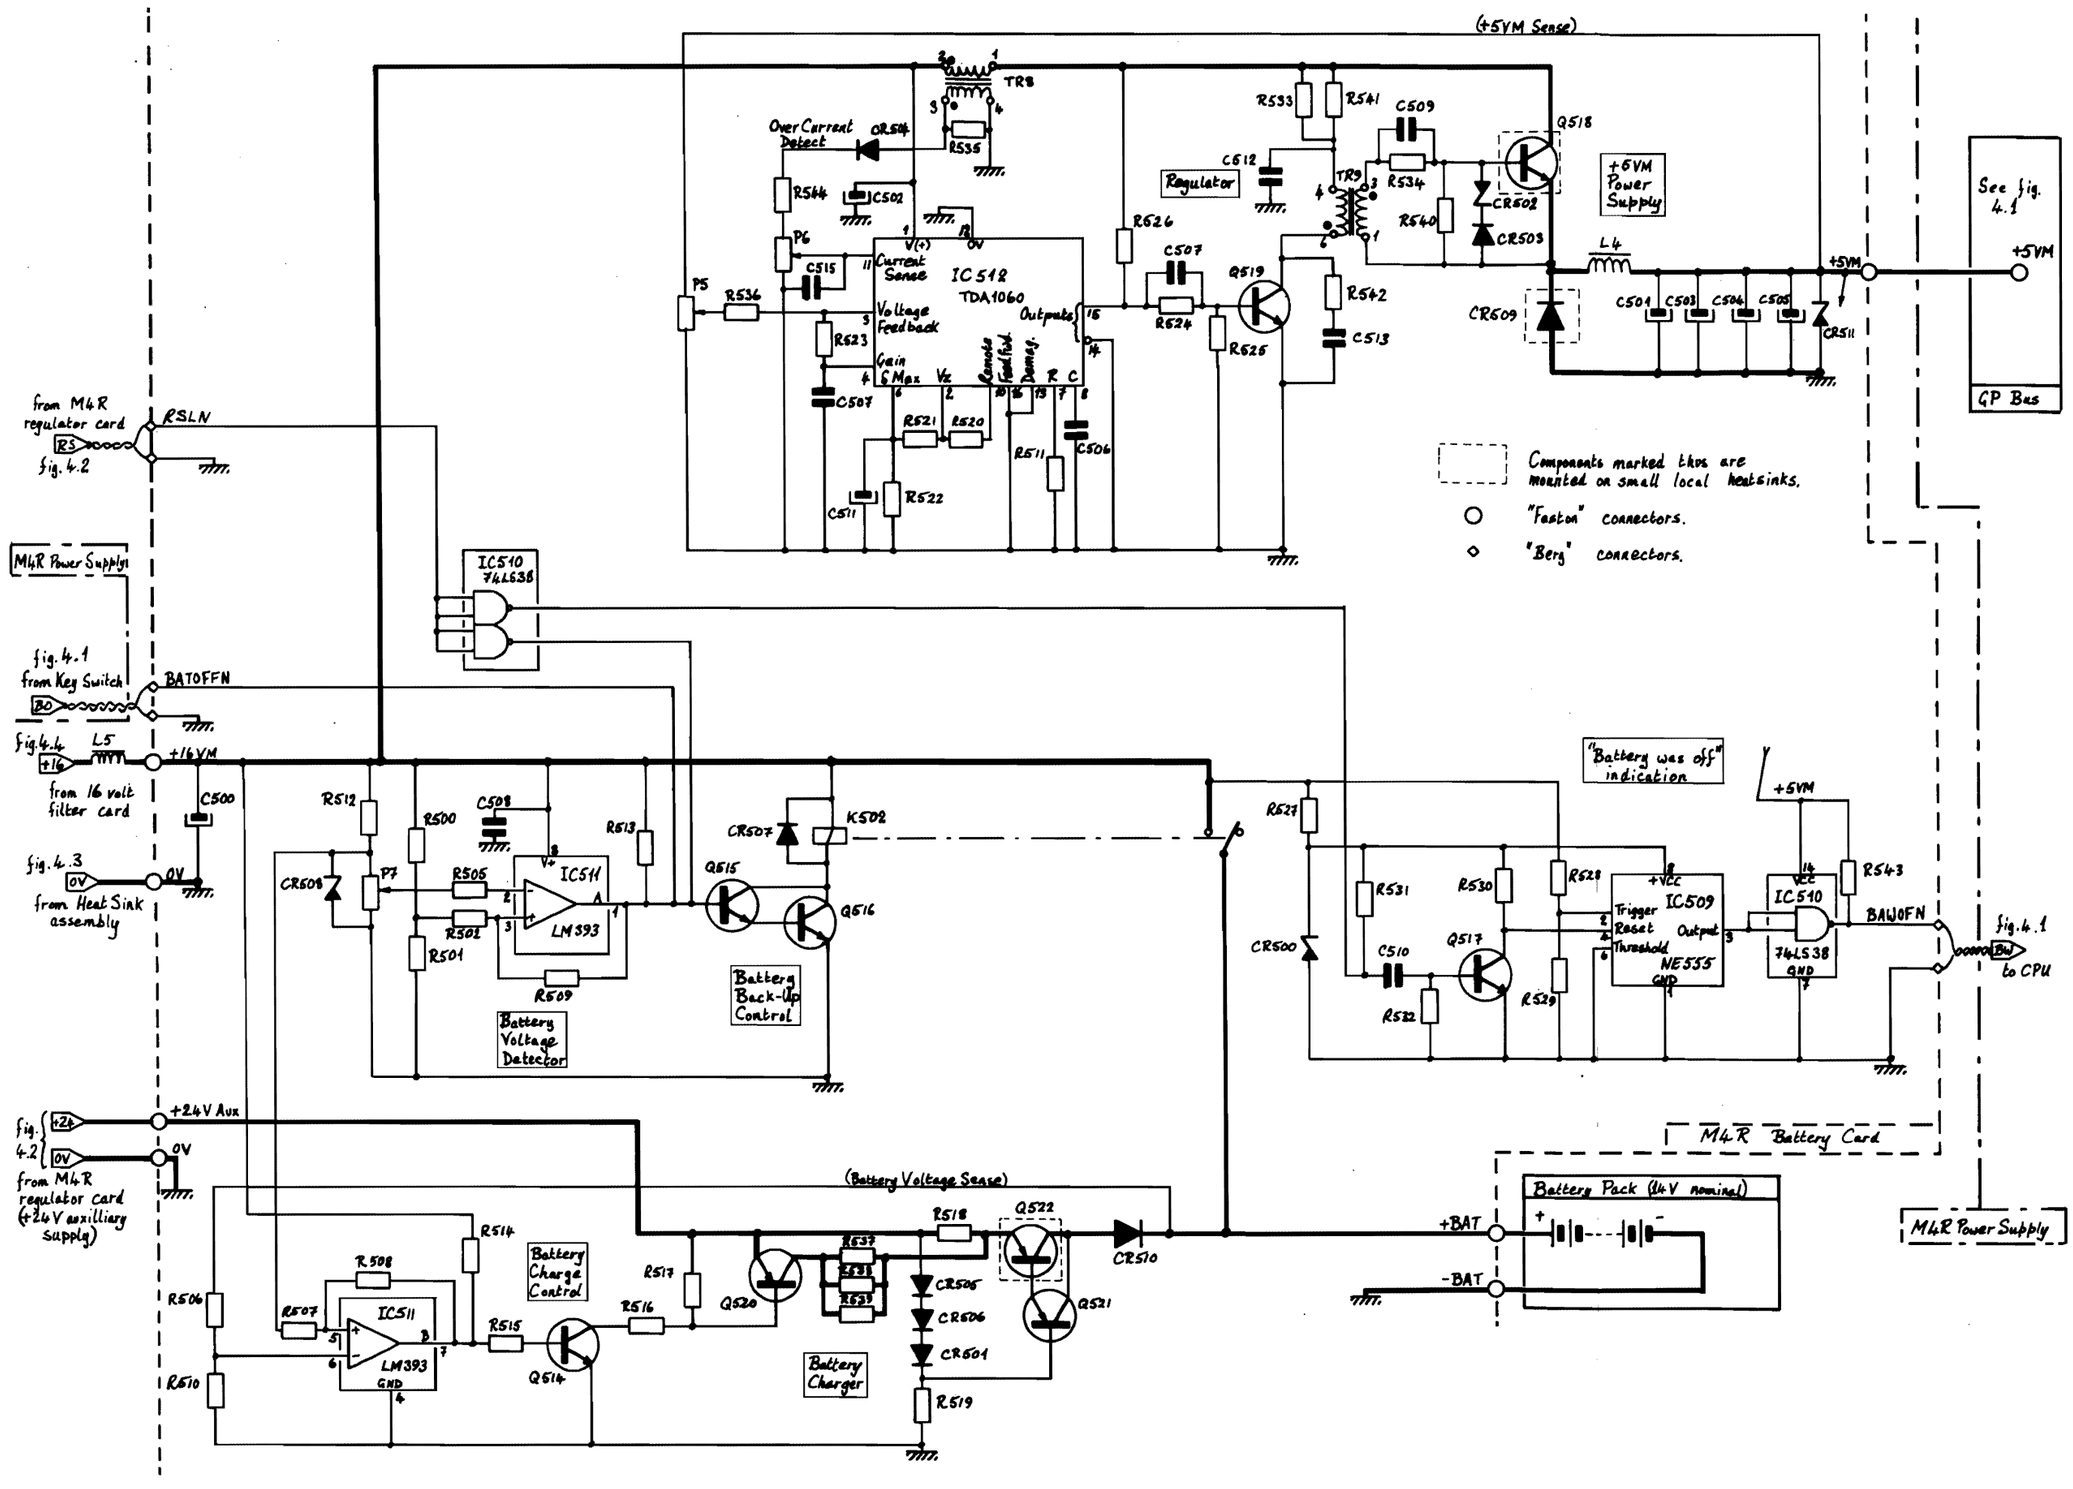

Figure 4.6 M4R BATTERY BACK-UP
3.7 BATTERY BACK-UP SYSTEM (see figure 4.6)